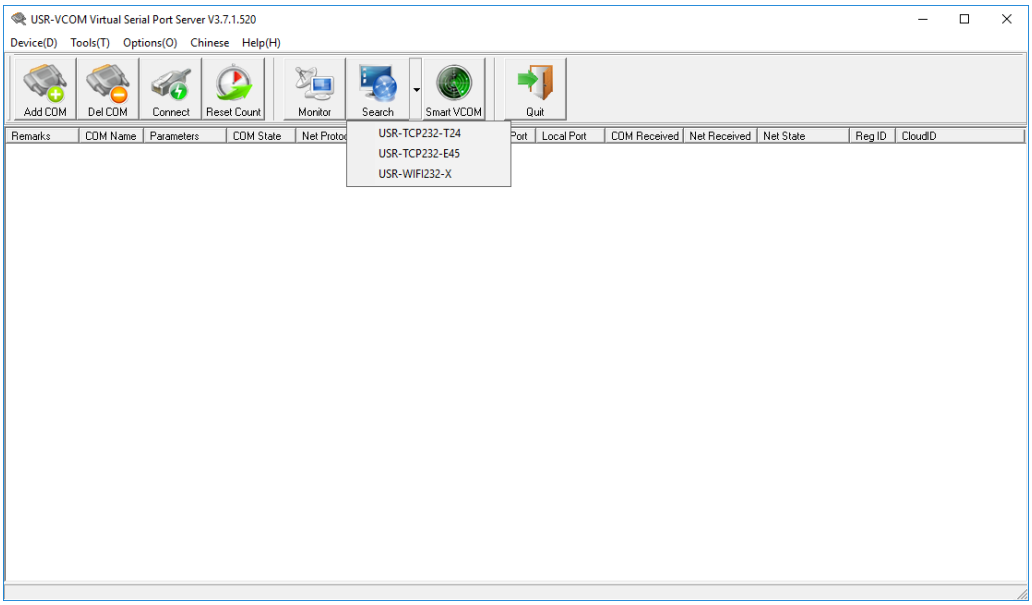

Рисунок 5.5.
7. Нажать кнопку **«Search»** и в появившемся списке выбрать устройство USR-TCP232-T24 (рис.5.5).